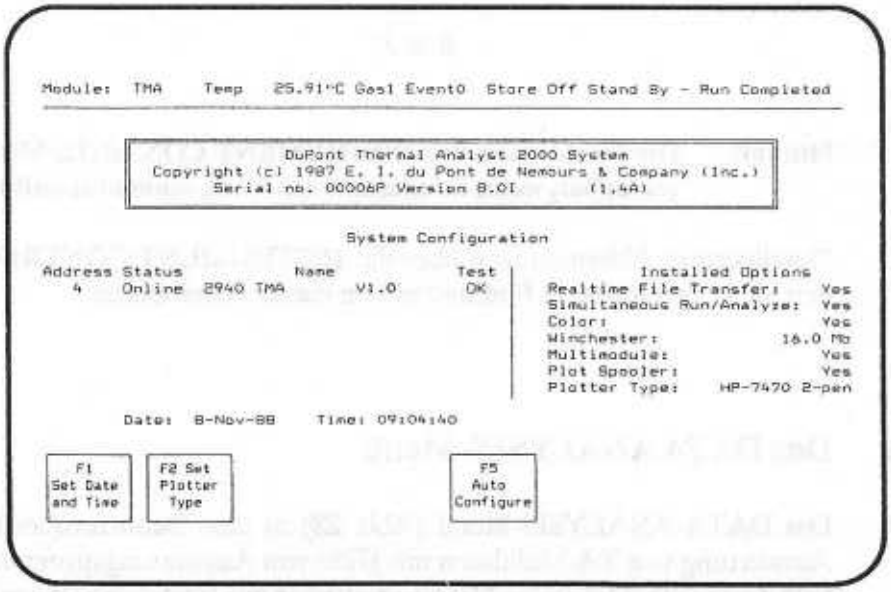

Bild 26
3. Drücken Sie F1, um TA OS zu starten. TA OS meldet sich, indem das SYSTEM CONFIGURATION-Menü (Abb. 26) auf dem Bildschirm erscheint.
Nach dem Laden von TA OS (durch Drücken von F1 nach dem Einschalten der Steuereinheit) erscheint als erstes immer das SYSTEM CONFIGURATION-Menü (Abb. 26) auf dem Bildschirm.